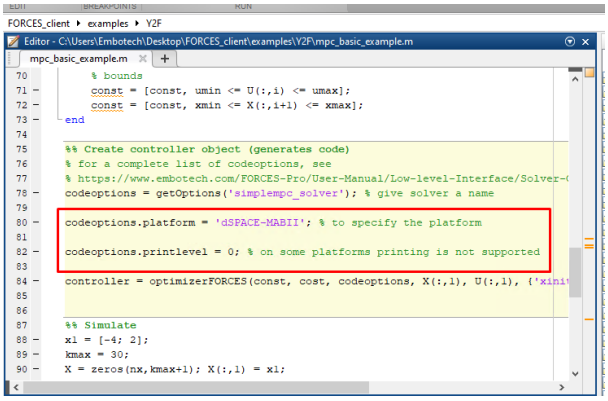

Figure 10.16: Set the appropriate code generation options.
1. (Figure 10.16) Set the code generation options: